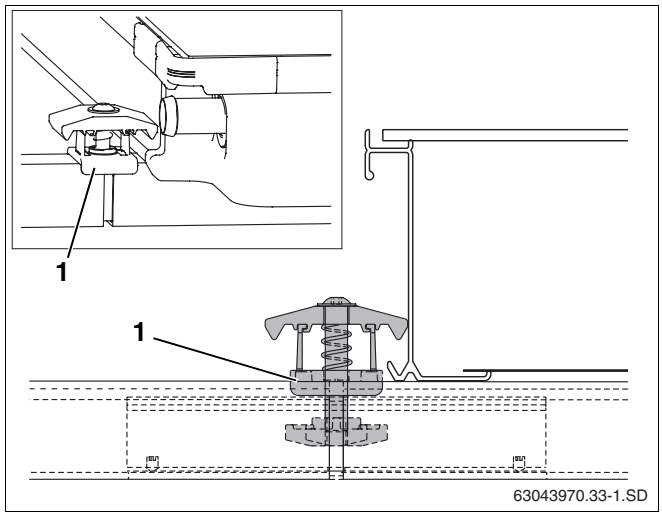

Afb. 48 Dubbelzijdige collectorspanner monteren
- Plaats de dubbelzijdige collectorspanner met de moer vooraan zo in de opening van de profielrails en de stekkerverbinding, dat de kunststof afstandhouder (afb. 48, **pos. 1**) om de profielrails grijpt.